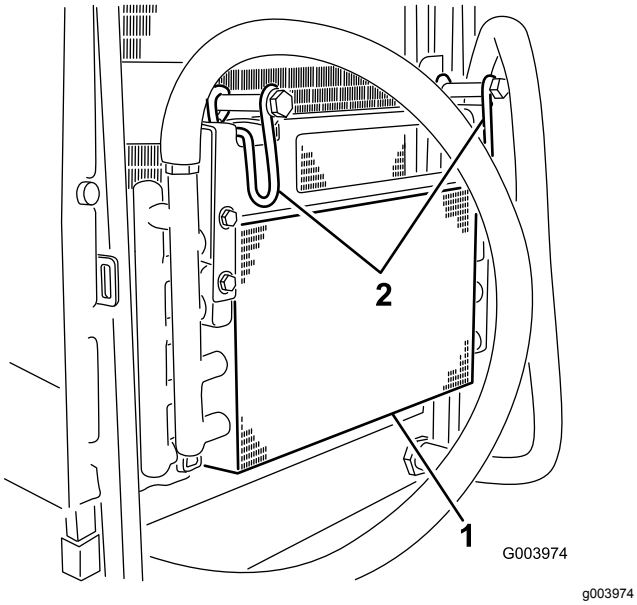

Figuur 63
5. Draai de vergrendelingen naar binnen om de oliekoeler los te maken (Figuur 63).